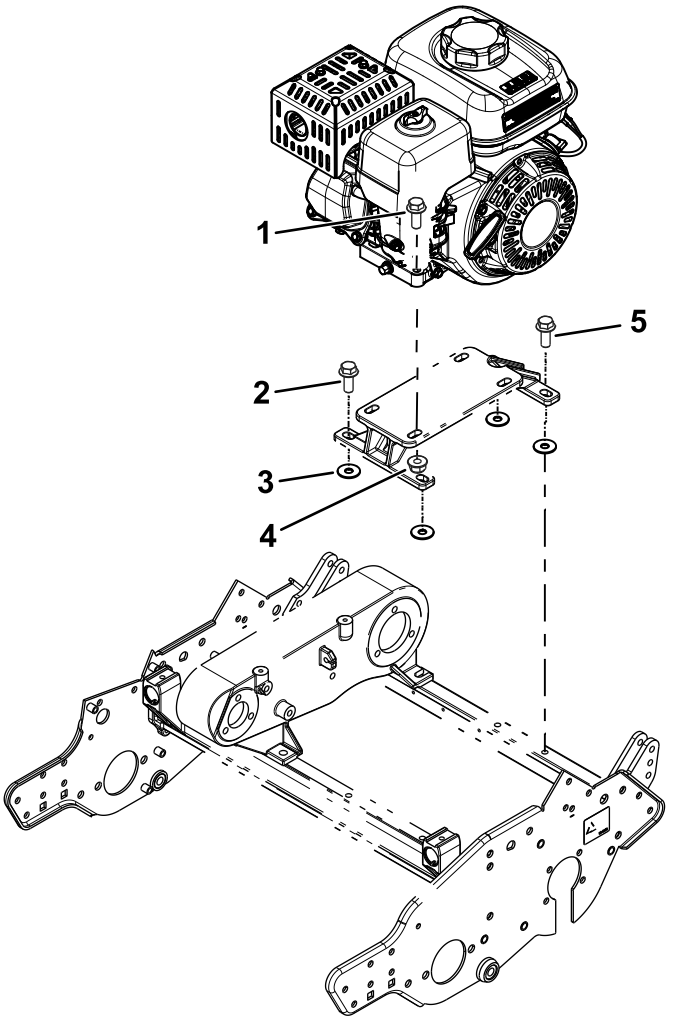

Figura 4
3. Instale el soporte de montaje del motor en la máquina con los pernos anteriormente retirados y 4 arandelas (⅜" x 1⅛"), como se muestra en la Figura 4.
Instale provisionalmente el perno trasero izquierdo del motor (ilustrado en la Figura 4).
4. Monte el motor en el soporte de montaje del motor usando los pernos y tuercas que retiró anteriormente (Figura 4).
8. Retire el perno izquierdo trasero de la base del motor (Figura 4) y utilice el perno para sujetar la abrazadera en R y el cable del acelerador a la base del motor.
10. Apriete todos los pernos de montaje del motor y del soporte de montaje del motor (Figura 4).